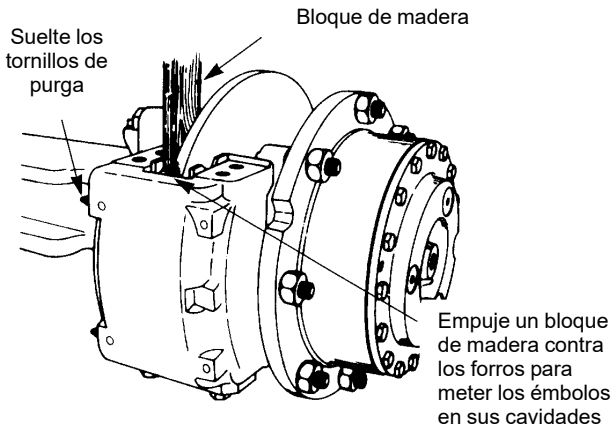

FIGURA 8-5
2. Suelte los tornillos de purga para aliviar la presión hidráulica de las pinzas (Figura 8-5).